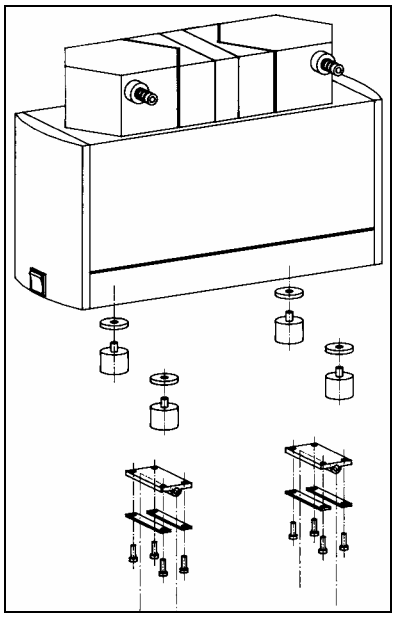

Fig. 6 : Montage des éléments de fixation sur la pompe.
❶ Dévisser les pieds en caoutchouc sur la partie inférieure de la pompe.
❷ Monter les éléments de fixation sur la pompe (voir figure 6).